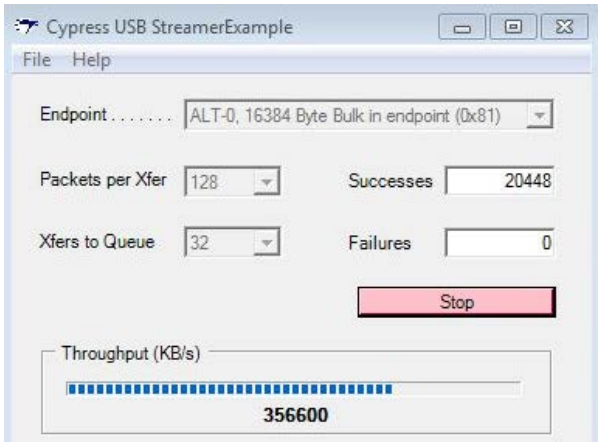

Figure 55 Streamer ユーティリティで表示されるストリーム IN の転送速度
4. ストリーム IN の場合、FPGA は FLAGA が 1 になることを待つ状態に入ります。FPGA はバッファが使用可能になるとすぐに、FX3 の PIB_SOCKET_0 に連続的に書き込みます。USB ホストから連続 Bulk IN 転送を発行できます。Streamer ユーティリティ内の BULK IN エンドポイントを選択して **Start** ボタンをクリックしてください。転送速度が表示されます。**Figure 55** に示される転送速度は、Intel の Z77 Express チップセットを搭載した Win7 64 ビット PC で観察されるものです。